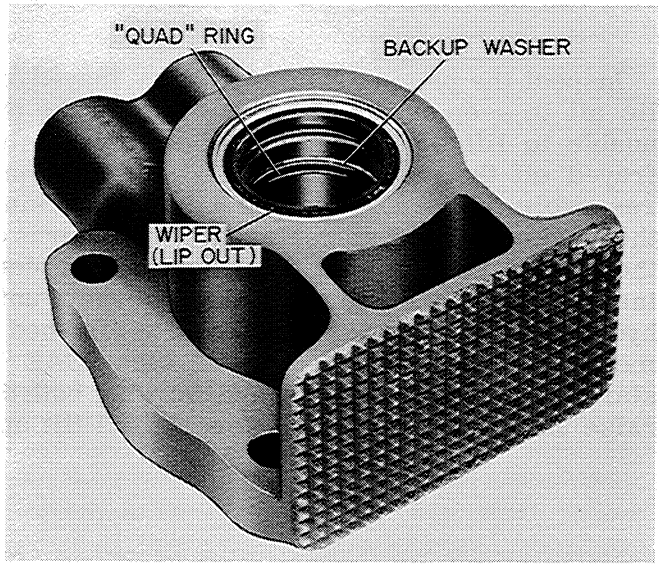

Figure A-16
9. Slide the lift cylinder head off the piston rod. Take care not to damage the wiper, "quad" ring or back up washer when removing the lift cylinder head from the piston rod, Figure A-16.